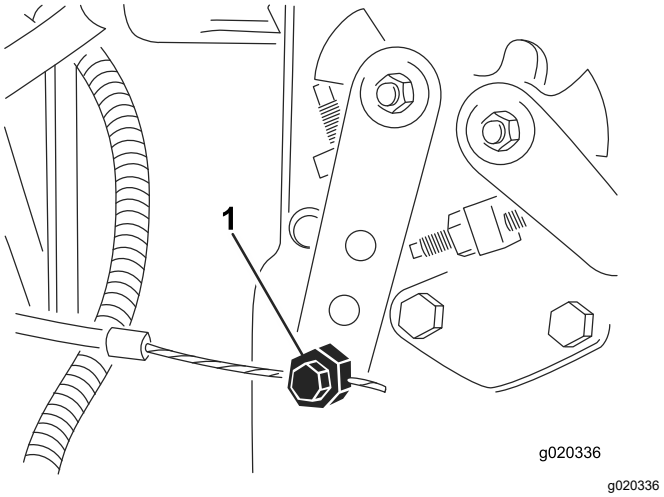

Figur 75
3. Løsne gasskabelkontakten på spaken på innsprøytingspumpen (Figur 75).